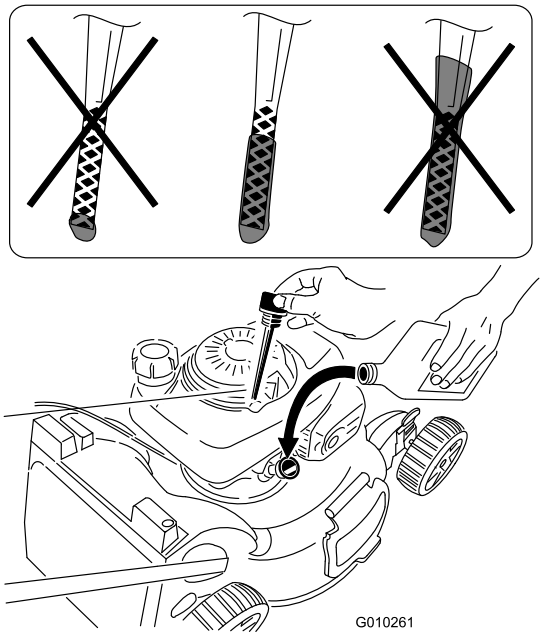

Figura 24
4. Versate **lentamente** dell'olio nel tubo di riempimento, controllatene di tanto in tanto il livello con l'apposita asta fino a quando l'asta non indica che il motore è pieno, come illustrato nella Figura 24. **Non riempite troppo.** (Riempimento massimo: 0,55 litri, tipo: olio detergente SAE 30 con classificazione API SH, SJ, SL o superiore.)